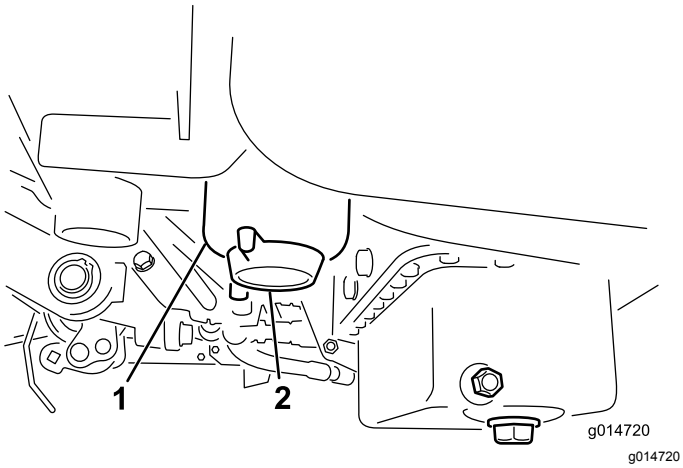

**Figur 34**
3. Åpne tappepluggen på drivstoffilteret ca. én omdreining, og tapp ut oppsamlet vann (Figur 34). Stram til pluggen etter tapping.